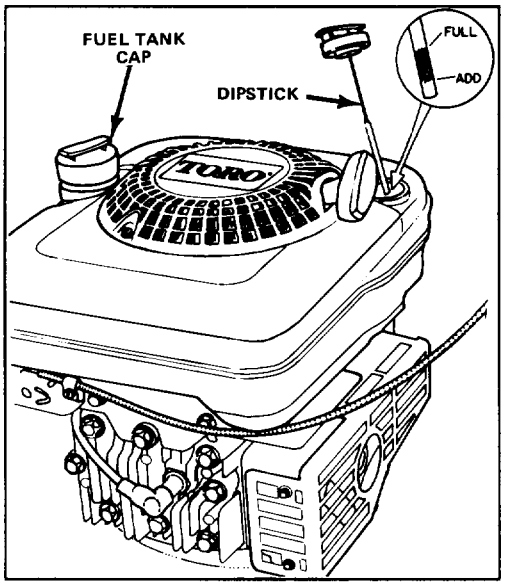

Figure 4
Before each use, assure oil level is between ADD and FULL marks on dipstick (Fig. 4). Add oil if level is low.
1. Position mower on level surface and clean around oil dipstick (Fig. 4).
3. Wipe dipstick and insert it into filler neck. Rotate cap clockwise 1/4 turn. Then remove dipstick and check level of oil (Fig. 4). If level is low, add only enough oil to raise level to FULL mark on dipstick. **DO NOT FILL ABOVE FULL MARK BECAUSE ENGINE COULD BE DAMAGED WHEN STARTED. POUR SLOWLY.**
1. Clean around fuel tank cap and remove cap from tank (Fig. 4). Using unleaded gasoline, fill fuel tank to within 1/4" to 1/2" (6 to 13 mm) from top of tank.
1. CHECK OIL LEVEL—Maintain oil level between ADD and FULL marks as shown on dipstick (Fig. 4).